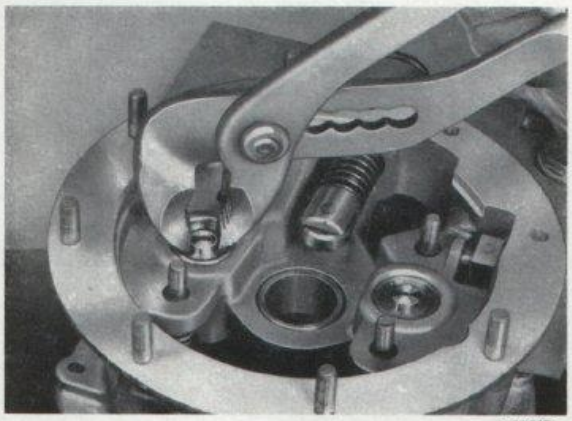
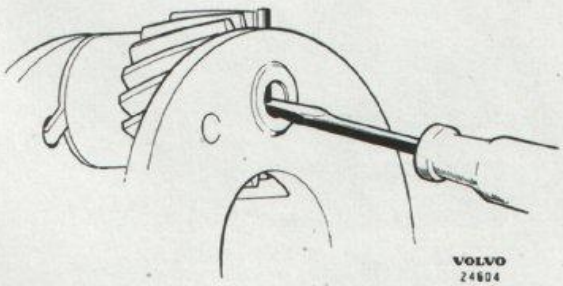
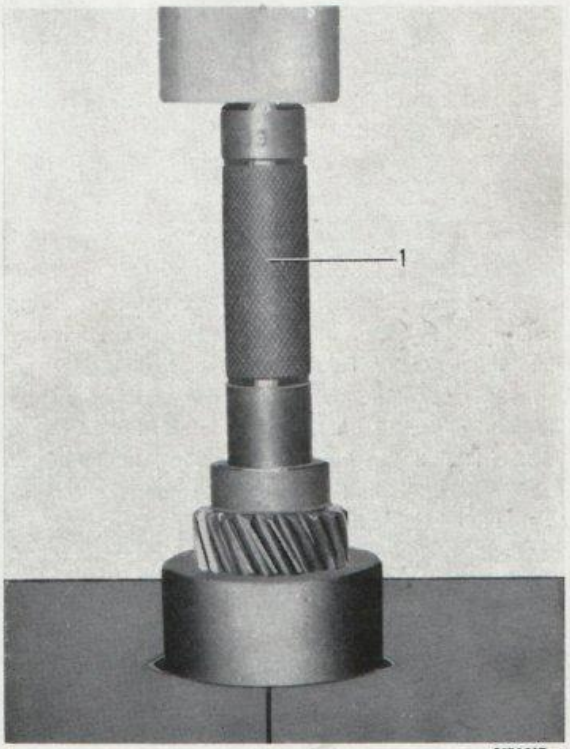

Bild 3-43. Demontering av kolvar
Bild 3-44. Demontering av låspinnar i planethjulsaxlar
Bild 3-45. Demontering av nållager i planethjul
1. Tag bort locken över oljesilen och över hävarmen (13, plansch III-B) för manöverventilen. Tag ut oljesilen. Lossa skruvarna och lyft ut solenoiden (17).
2. Vik ned låsblecken, lossa och tag bort muttrarna för kolvarnas tryckplattor (54). Tag bort tryckplattorna. Drag ut kolvarna med hjälp av en tång, se bild 3-43.
3. Lossa muttrarna som håller samman bromstrumma (39), främre (46) och bakre hushalva (20). Lossa skruvarna successivt runt om så att inte snedspänning från fjädrarna uppstår. Lyft bort främre hushalvan och bromstrumman.
4. Lyft ut kopplingslamellen (41) komplett med tryck-lager och solhjul. Tag bort de fyra fjädrarna och tryckplattan. Tag bort låsringarna för solhjul (44) och lager. Tag ut solhjulet. Drag av lagret från kopplingslamellen. Pressa ut lagret ur hållaren.
5. Lyft bort planethjul (36) och hållare (43). Avlägsna låsstiften (40) för planethjulsaxlarna genom att först trycka ut dem med en dorn eller dyl., se bild 3-44 och därefter ta bort dem med en tång. Går inte detta borras stiften ur med ett passande borr. Pressa ut planethjulsaxlarna och tag bort planethjulen. Nållagren i planethjulen kan pressas ut med dorn SVO 2417, se bild 3-45.
6. Lossa skruven och drag ut bussningen och lilla hastighetsmätarhjulet. Lossa muttern för medbringaren (24). Drag av medbringaren med avdragare SVO 2262. Placera huset i en press och pressa ut utgående axeln (23).
7. Tag bort mässingsbrickan (35) som håller frihjulet i utgående axeln. Lyft ut frihjulsdetaljerna. Tag bort tryckbrickan (32). Om så erfordras drages nållagret (31) i utgående axeln ut med verktyg